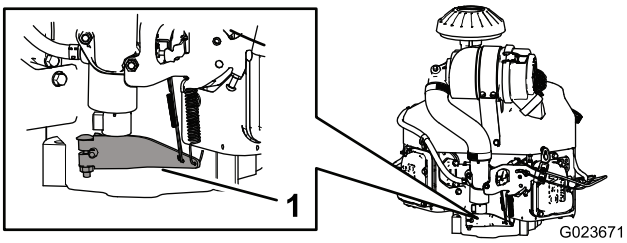

**Figur 67**
3. Tryck varvtalsspakens fjäderände nedåt (Figur 67).